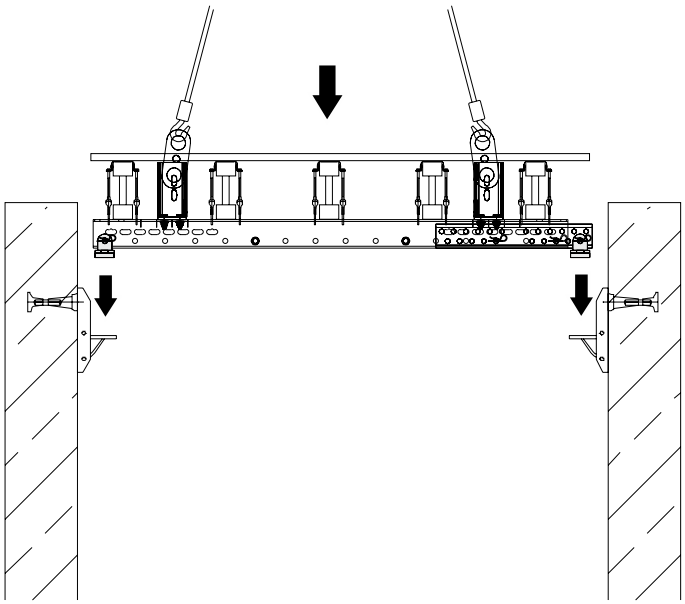

Abb. A4.09
6. Auflagerung überfahren und ablassen (Abb. A4.09).